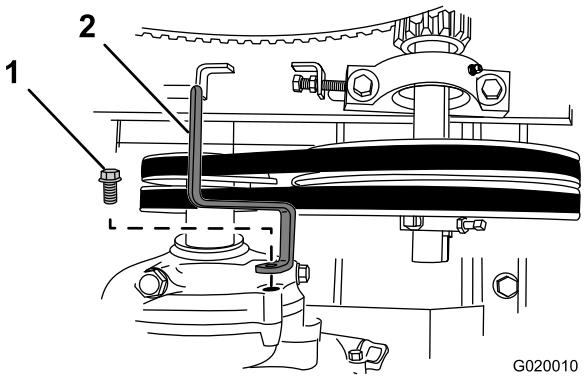

Figura 71
3. Retire el perno que sujeta la guía de las correas al motor, y retire la guía de las correas (Figura 71).
7. Sujete la guía de las correas provisionalmente al motor (Figura 71) con el perno que se retiró en el paso 3 de Retirada de las correas (página 45).